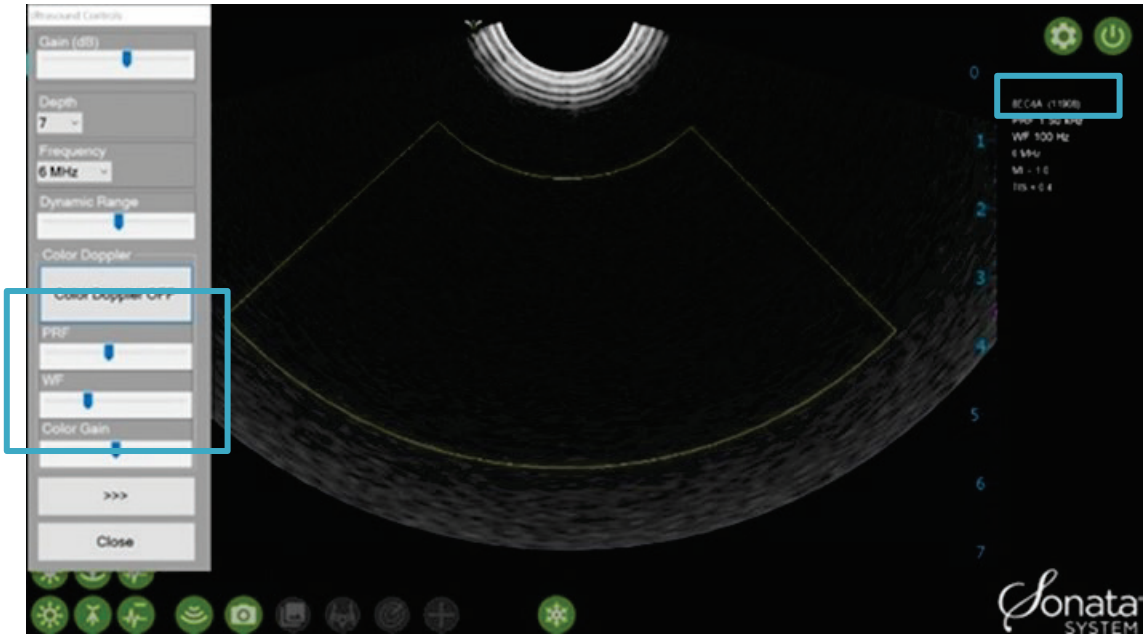

Figure 6-7 Color Doppler Controls
When Color Doppler is enabled, controls for Color Gain, Wall Filter (WF), and Pulse Repetition Frequency (PRF) become available. WF and PRF values are displayed on the top right corner of the screen, see Figure 6-7.